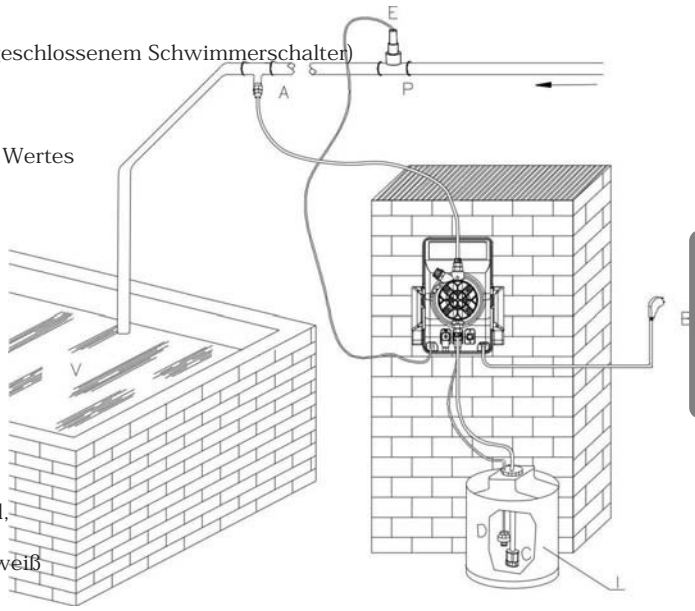

Fig. 17
9.2 - TYPISCHER ANLAGENPLAN (Fig. 17)